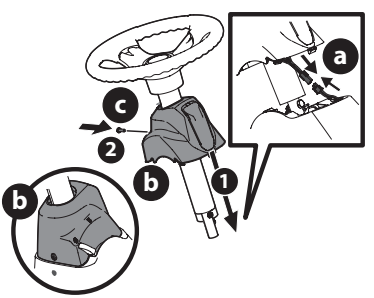

Figure 3
6. Remove the pedestal cap mount screw (factory installed) (c) located on the riding mower's steering console. Retain the screw for later instructions (Figure 3).
7. Connect the headlight wire terminals (a). Slide the pedestal cap (b) down onto the riding mower and slightly rotate to the right to clip into place. Secure the pedestal cap (b) with the screw (c) previously removed (Figure 3 on page 9).